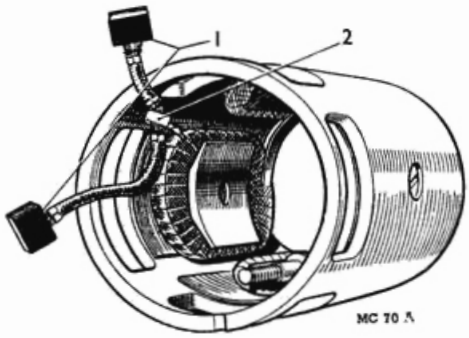

Fig. N.13.
(1) Test the brush springs with a spring scale. The correct tension is 30 to 40 oz. (850 to 1134 grm.). Fit a new spring if the tension is low.
(2) If the brushes are worn so that they no longer bear on the commutator, or if their flexible connectors have become exposed on the running face, they must be renewed. Two of the brushes are connected to terminal eyelets attached to the brush boxes on the commutator end bracket; the other two brushes are connected to tappings (2, Fig. N.13) on the field coils.